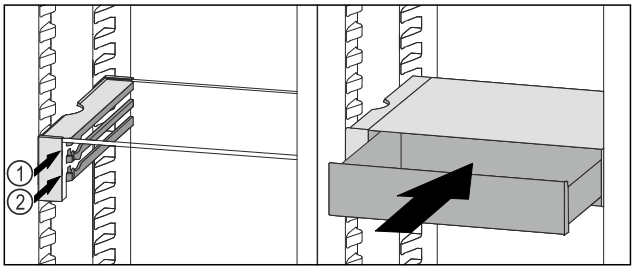

Fig. 146
▶ VarioSafe-lade achter de stoppers op de gewenste rib *Fig. 146 (1)* of *Fig. 146 (2)* plaatsen.